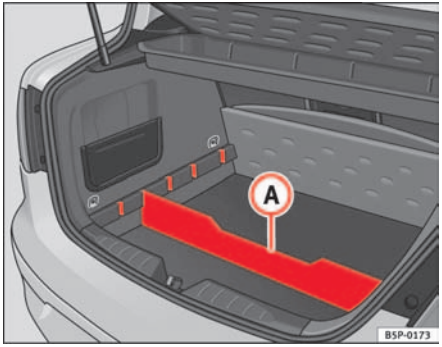

Fig. 105 Luggage compartment divider
– Fit the separator (A)⇒ page 133, fig. 105, into the side grooves depending on the size of the objects to be transported. The onboard tool kit and the spare wheel are located underneath the luggage compartment.